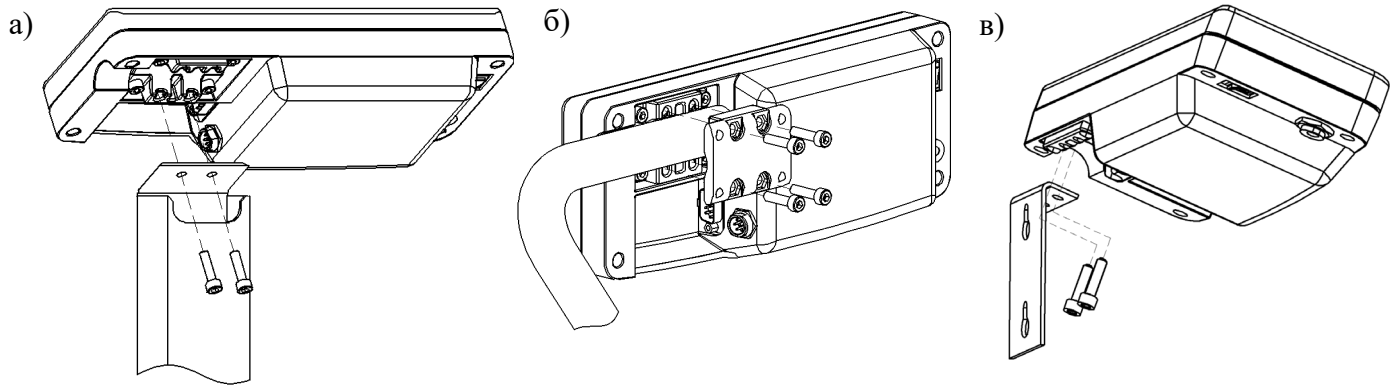

Рисунок 6.4 – Варианты крепления терминала:
- Закрепить терминал на стойке кронштейном, затянув четыре винта М5×30 с небольшим усилием (рис. 6.4 б).
- Закрепить двумя винтами М5×20 терминал на стойке (рис. 6.4). Излишек кабеля заправить в стойку.